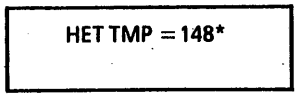

Рис. 2. Дисплей прибора
7. Включите питание аппарата, нажимая при этом клавишу [UP] (вверх) на приборе для настройки. На дисплее прибора для настройки должно быть показано эталонное значение температуры (Рис. 2).